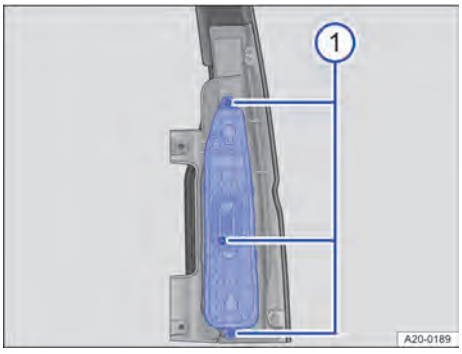

**Fig. 162** En el grupo óptico trasero: retirar el portalámparas.
2. Suelte los tres tornillos con el destornillador → fig. 162 ①. Dado el caso, utilice la punta intercambiable adecuada.
3. Retire el portalámparas → fig. 162.
1. Coloque el portalámparas en el grupo óptico trasero con cuidado → fig. 162.
2. Atornille el portalámparas en el grupo óptico trasero con los tres tornillos → fig. 162 ①.